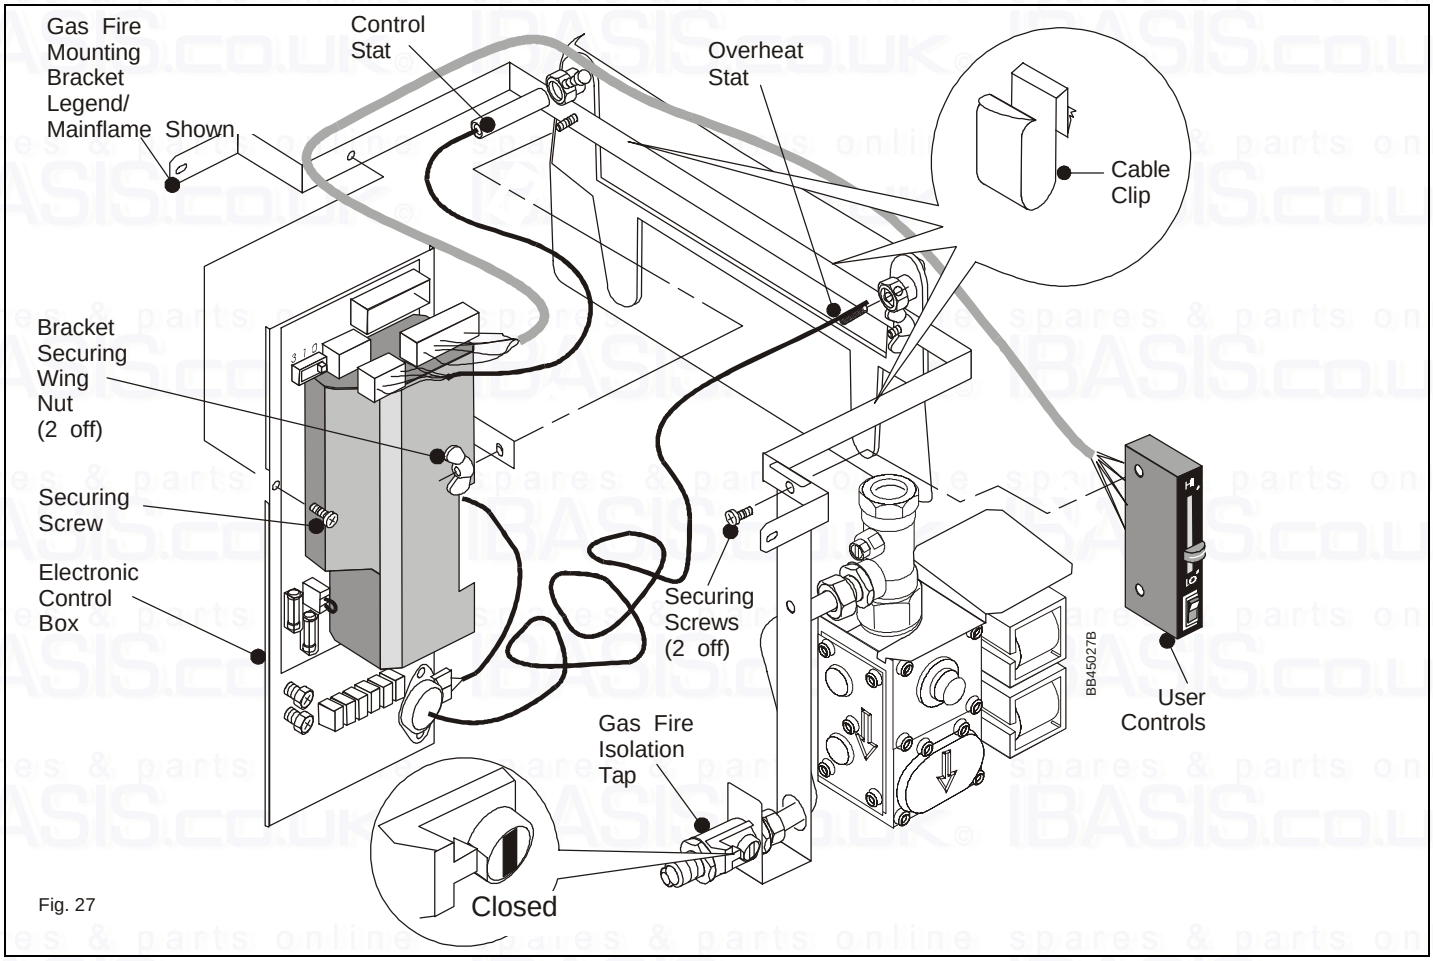

Fig. 27
6.8 Overheat Thermostat (See Fig. 27.)
6.9 Control Thermostat (See Fig. 27.)
6.10 Electronic Control Box (See Fig. 27.)
See Fig. 27.